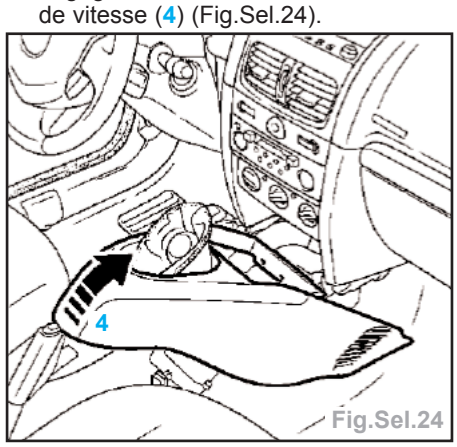

Fig.Sel.24
- dégager la console au niveau du levier de vitesse (**4**) (Fig.Sel.24).